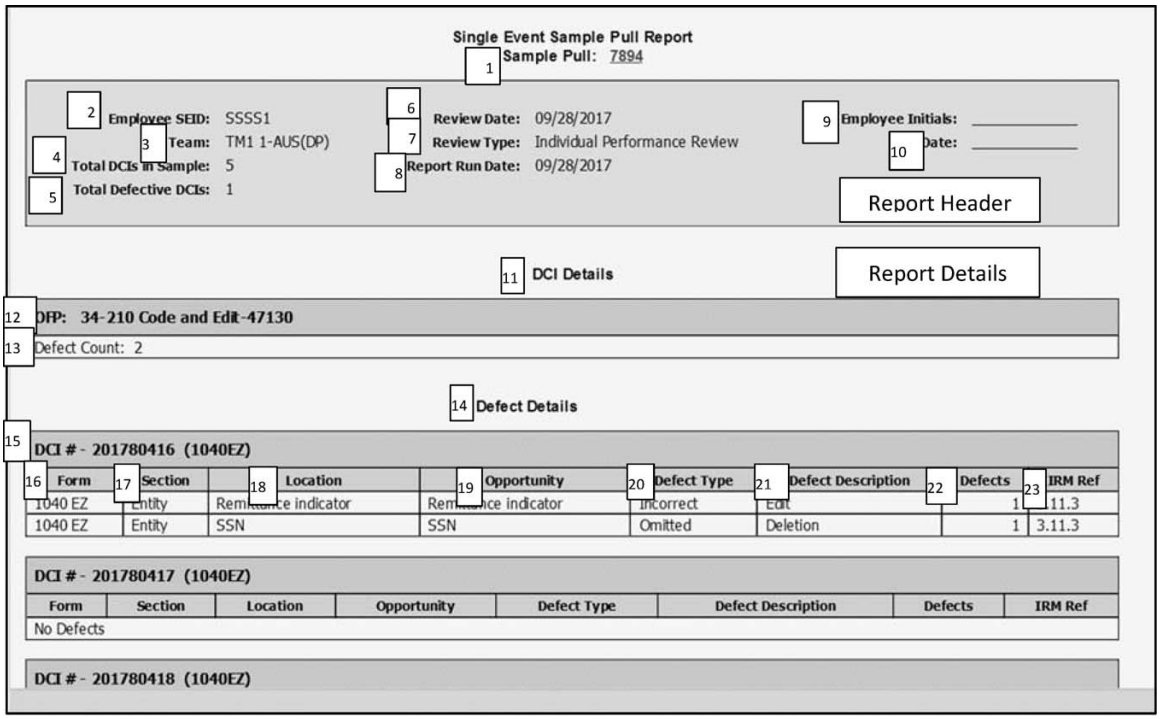

Figure 3.30.30-20 Single Event Sample Pull
(1) The Single Event Sample Pull provides real-time feedback on an employee's quality performance. See **Figure 3.30.30-20.**